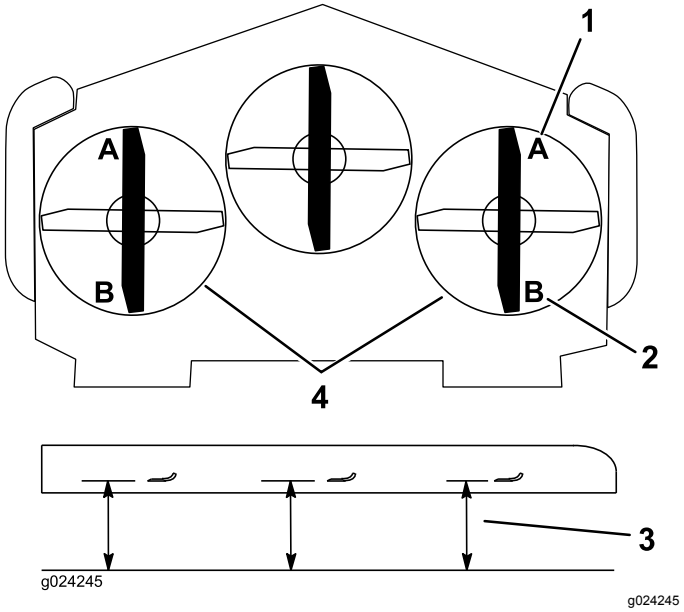

Figuur 85
8. Meet aan beide zijden van het maaidek vanaf het horizontale oppervlak tot de voorste punt van het maaimes (punt A); zie Figuur 85.
13. Meet aan beide zijden van het maaidek vanaf het horizontale oppervlak tot de achterste punt van het maaimes (punt B); zie Figuur 85.